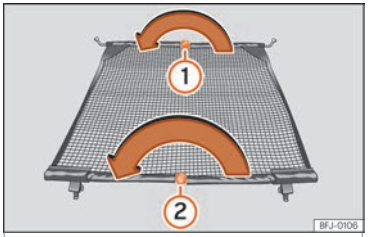

Fig. 131 Plier le filet de séparation.
- Appuyez sur le bouton de déverrouillage ››› **fig. 131** ① puis pliez la barre transversale dans le sens de la flèche en maintenant le bouton de déverrouillage enfoncé.
- Appuyez sur le bouton de déverrouillage ››› **fig. 131** ② puis pliez la barre transversale dans le sens de la flèche en maintenant le bouton de déverrouillage enfoncé.